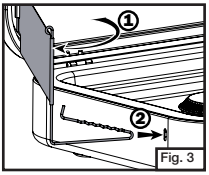

Fig. 3
- Coloque los deflectores de viento como deseados. (Fig. 3)